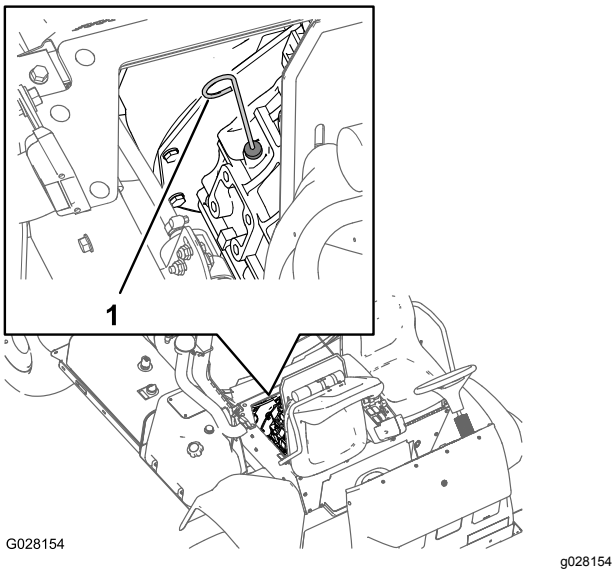

Figur 69
2. Ta ut peilestaven som er plassert under førersetet og tørk den med en ren fille (Figur 69).
6. Ta ut peilestaven, og kontroller oljenivået (Figur 69).
7. Tilsett langsomt olje til nivået når FULL-merket på peilestaven (Figur 69).